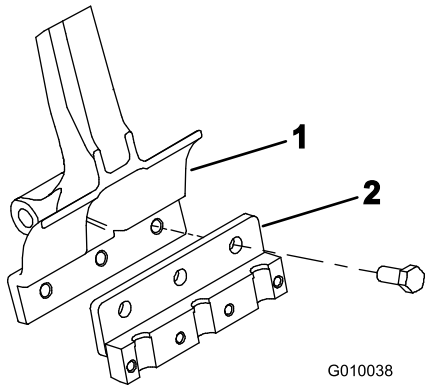

**Figur 23**
2. Fest en pipeholder på hver pipearm med tre bolter (1/2 x 1-1/4 tomme) (Figur 23). Trekk til boltene med et moment på 101,6 Nm.